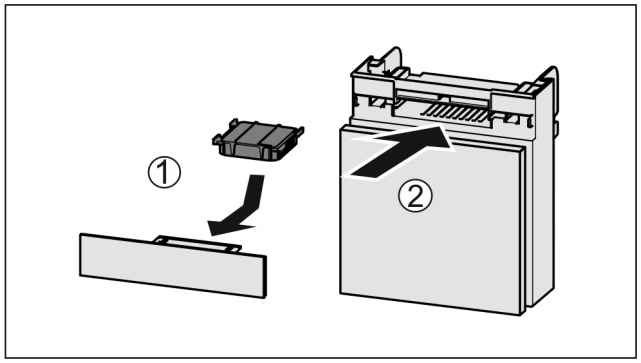

Fig. 237
▶ Introduceți *Fig. 237 (1)* filtrul de cărbune activ după cum se vede în figură.
▶ Împingeți *Fig. 237 (2)* compartimentul în interior.